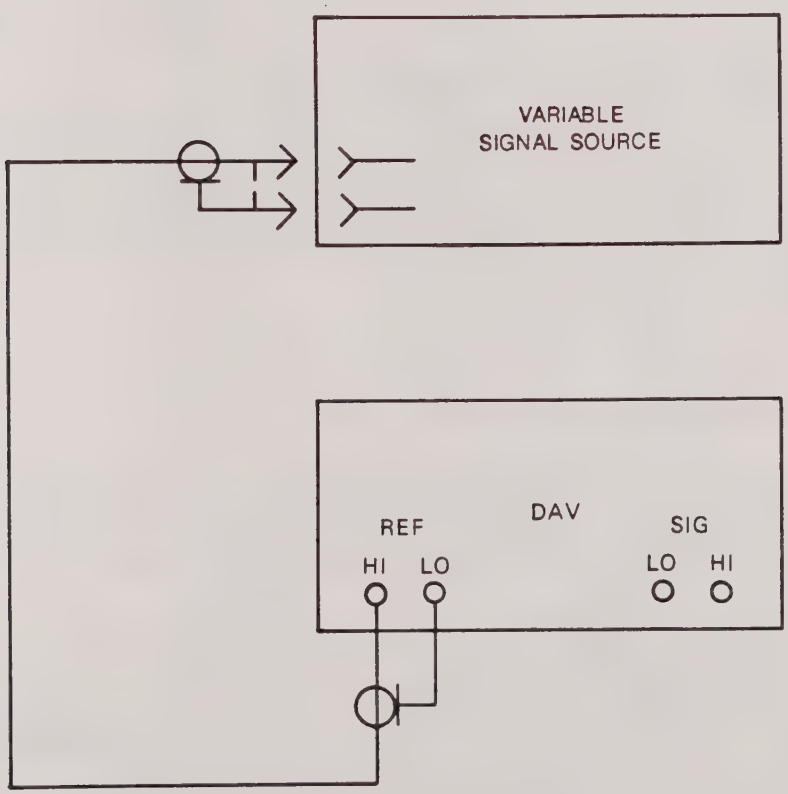

Figure 3-12. Prealignment Test Setup Diagram
2. Connect variable signal source to DAV reference input terminals as shown in figure 3-12. (DAV signal input terminals should be left unconnected.)